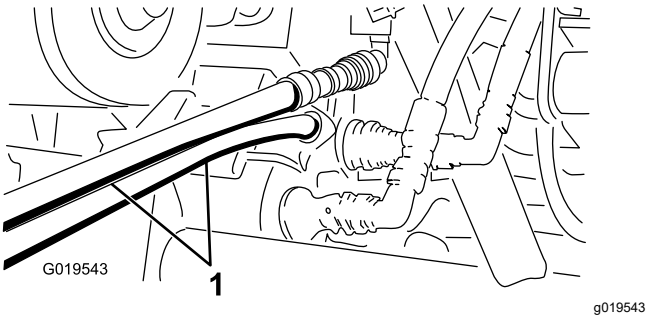

Figuur 76
5. Sluit de twee slangen op de andere machine aan op de koppeling die nog in de beugel van de koppeling zit (sluit de bovenste slang aan op de bovenste koppeling en de onderste slang op de onderste koppeling) (Figuur 76).